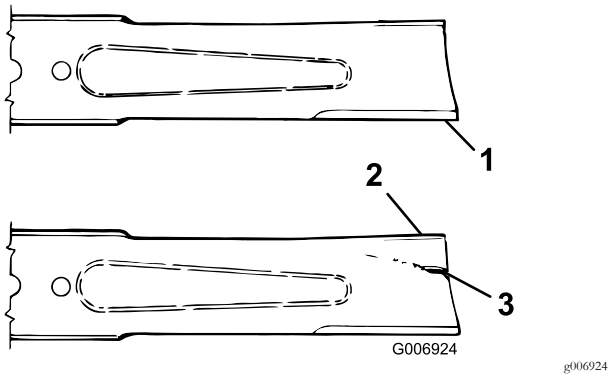

Figur 75
3. Undersök knivseggarna noggrant, i synnerhet där knivens flata och böjda del möts (Figur 75). Byt ut kniven om den är sliten (Figur 75), se Demontera klippenhetskniven (sida 59).